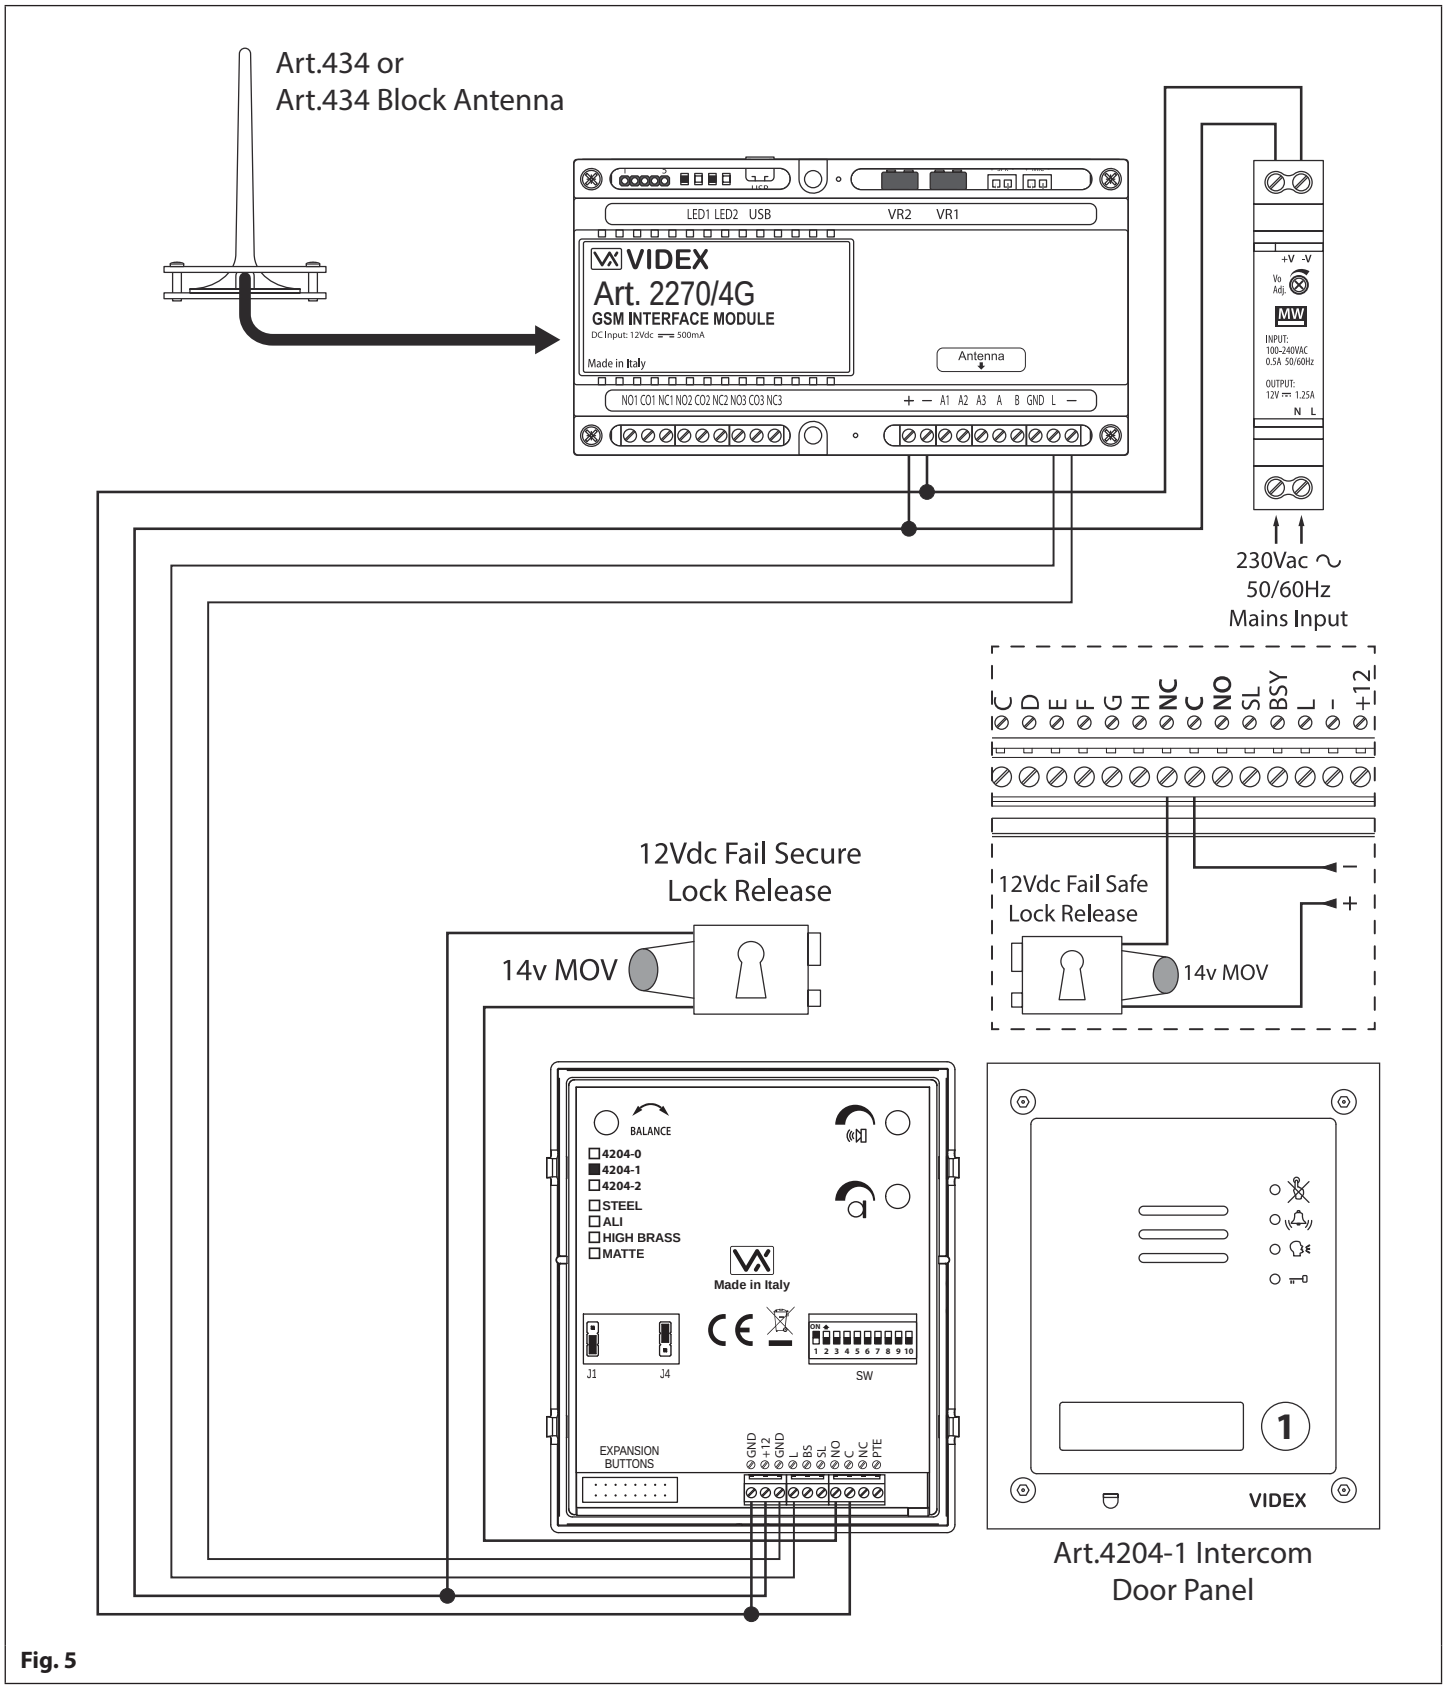
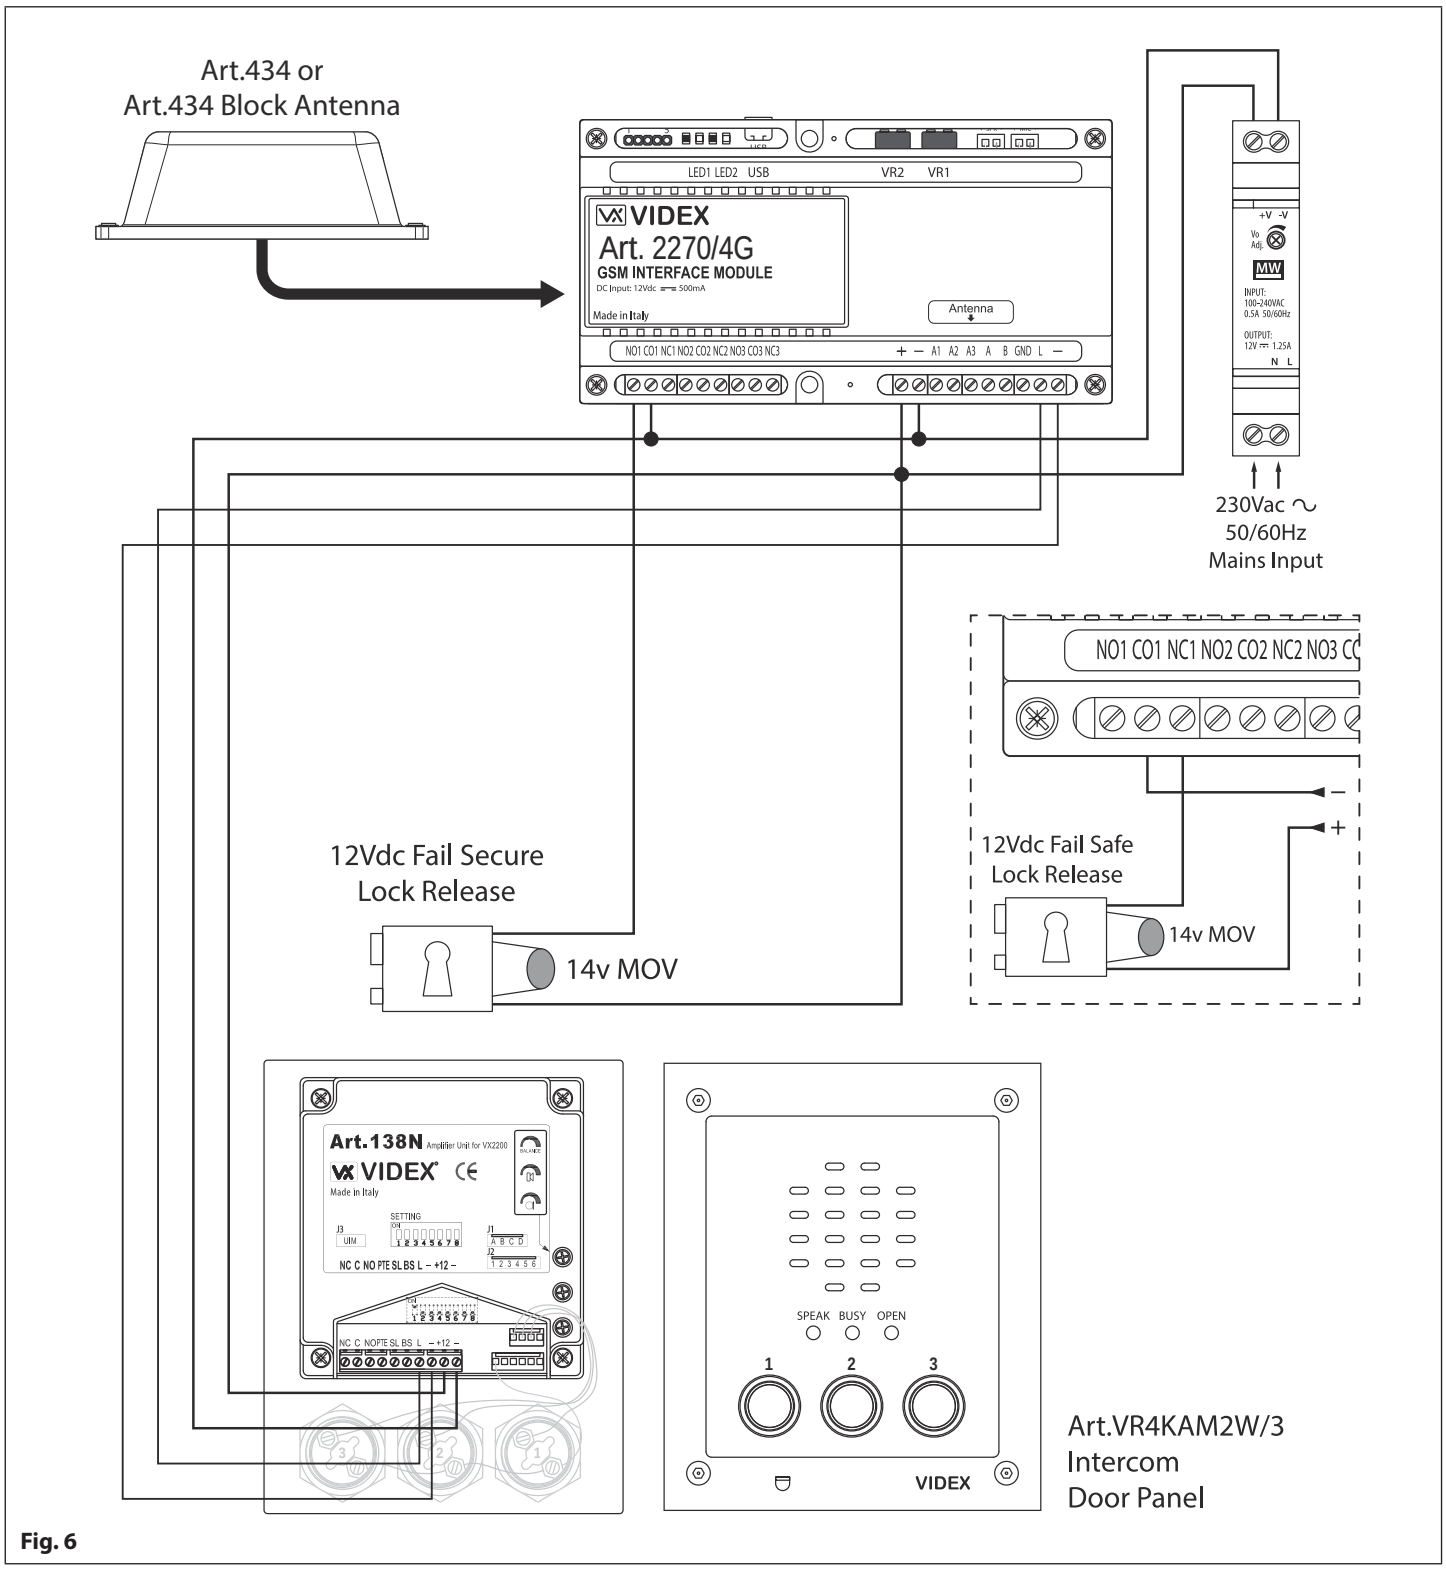

Fig. 5
Fig. 6
IN INSTANCES WHERE THERE IS A TIGHT FITTING SPACE FOR THE SMA MALE CONNECTOR ON THE ANTENNA CABLE, THE RIGHT ANGLED SMA ADAPTER, FIG.5 (B), CAN BE USED TO HELP REROUTE THE CABLE DOWN THE BACK SIDE OF THE GSM MODULE.
The following wiring diagram, **Fig.5**, shows the wiring connections for a functional panel, in this example an **Art.4204-1** (speaker) functional panel. The wiring configuration of the panel's buttons can be found in the relevant installation instructions that come with the speaker module. The same wiring diagram can also be used for other series functional panels.
A fail secure lock release is shown, for fail safe lock release connections move the lock wire from normally open (**NO**) across to terminal normally closed (**NC**) on the speaker module, as shown in **Fig.5** inset.
The following wiring diagram, **Fig.6** similar to **Fig.5** shown on the previous page, shows the wiring connections for a functional panel, in this example an **Art.VR4KAM2W** (**Art.138N** speaker) functional panel. To meet the Secured by Design specification the lock release is connected directly from the relay output (in this example relay 1) on the GSM module. The GSM module would be located in a secure location away from the intercom door panel with only the connections for the **L** and **-** databus and power connections. The wiring configuration of the panel's buttons can be found in the following technical manual: **VX2K2HDIGSYS Version 1.1** or the relevant installation instructions that come with the speaker module. The same wiring diagram can also be used for other series functional panels.
A fail secure lock release is shown, for fail safe lock release connections move the lock wire from normally open (**NO1**) across to terminal normally closed (**NC1**) as shown in **Fig.6**. The same method of wiring locks can be applied to relay 2 and relay 3.